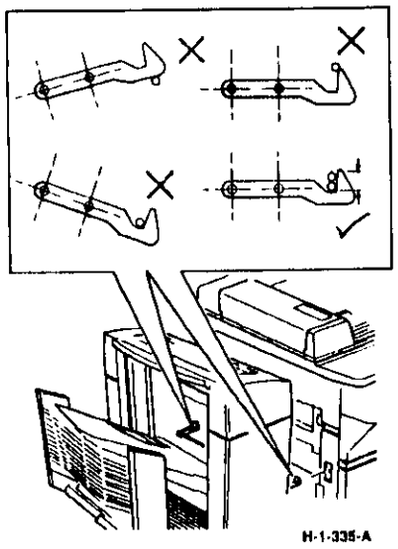

Рисунок 3. Проверка фиксации
2. (Рисунок 3) Снимите переднюю и заднюю крышки сортера-финишера (PL 14.12). Проверьте, что положение штырька фиксатора относительно рычажка одинаково для обоих фиксаторов.